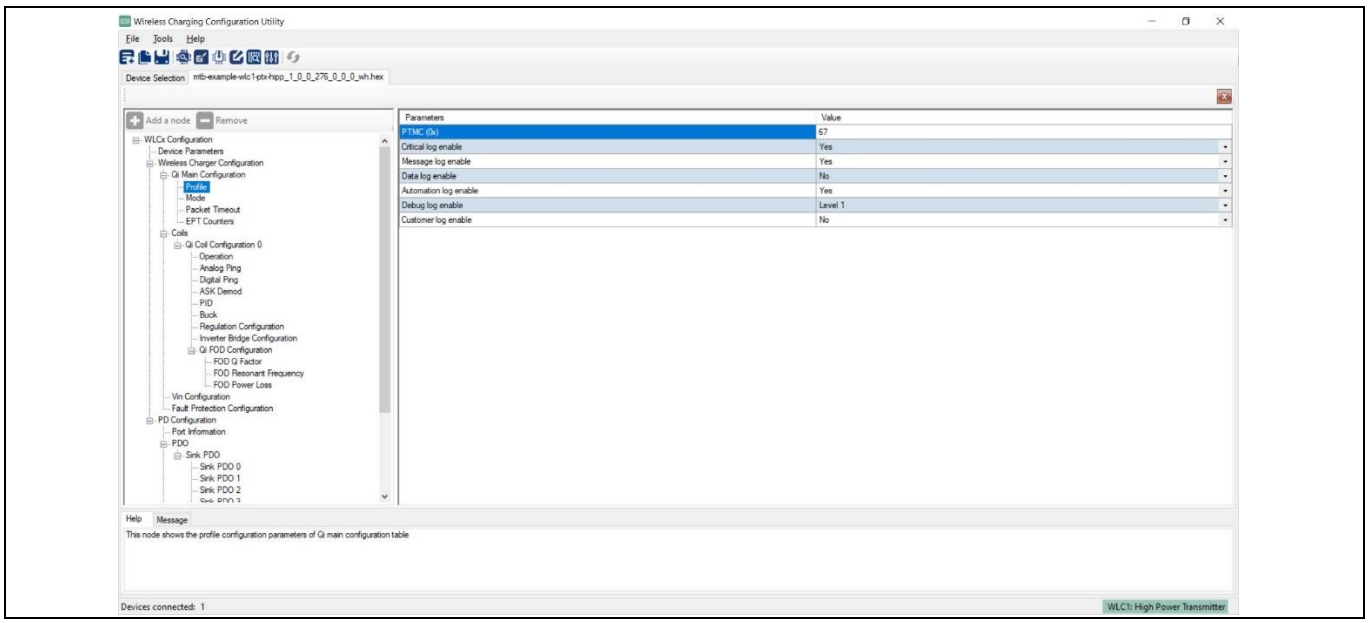

Figure 16 Profile page settings for enabling debug log
f) The debug log can be enabled by configuring the following parameters in the transmitter Profile page in the Wireless Charging Configuration Utility, see **Figure 16**.